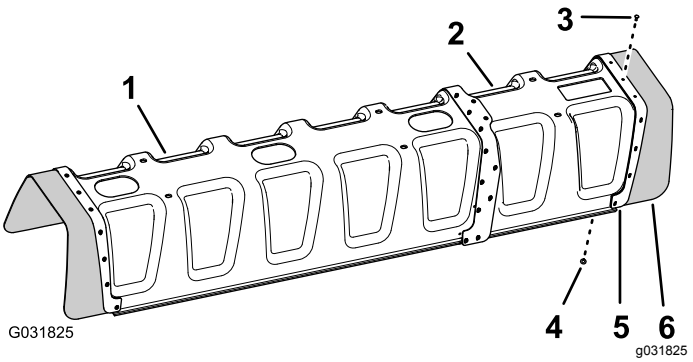

Rysunek 149
5. Ustaw otwory w osłonie gumowej i płycie usztywniającej (jeden rząd otworów) zdemontowanej w kroku 2 równo z otworami na końcu przedłużenia pokrywy (Rysunek 149).